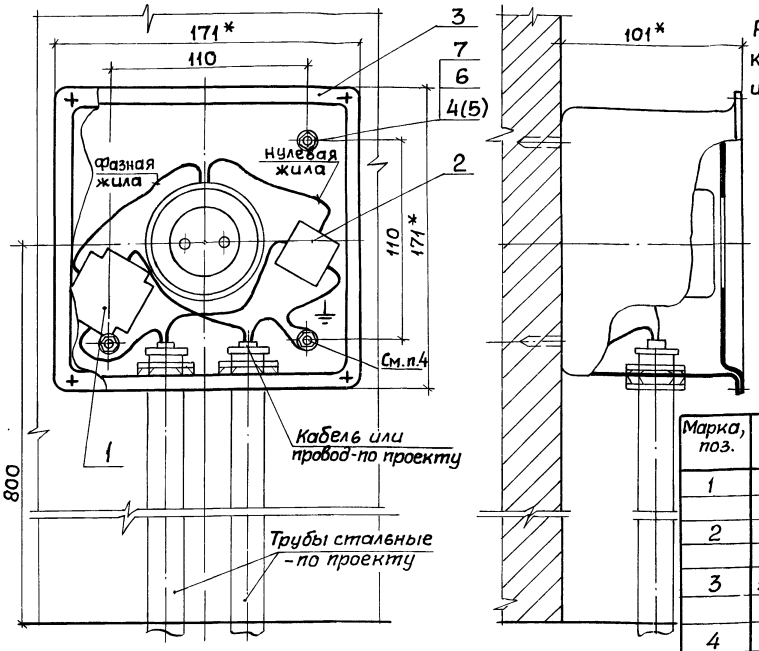

Рис.1
4. Зануление коробки выполняется „шлейфом" нулевой жилы кабеля - см.рис.1.